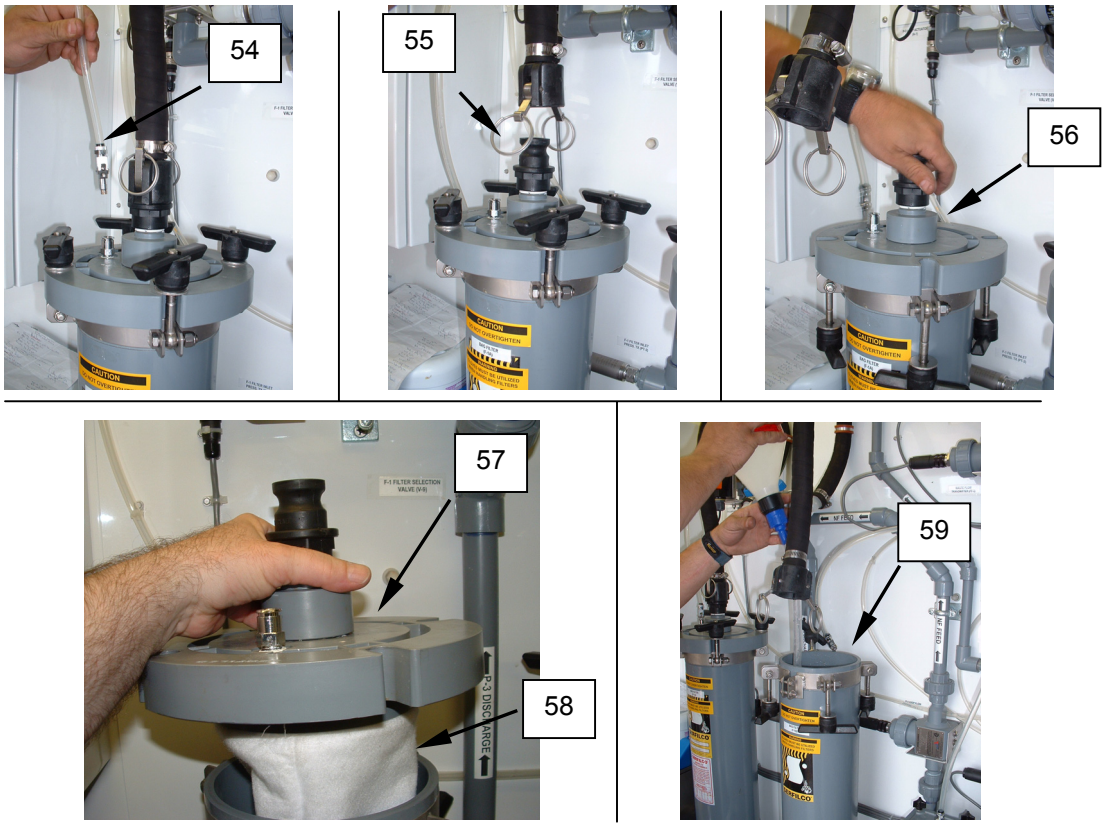

Figure 29. Add Antifreeze - Filters F1-A and F-1B.
1. Remove air bleed quick disconnect for F1-A **(Figure 29, Item 54)**.
2. Remove supply hose **(Figure 29, Item 55)**.
3. Loosen QD connection **(Figure 29, Item 56)**. Do not remove.
4. Remove lid **(Figure 29, Item 57)**.
5. Remove filter sock **(Figure 29, Item 58)**.
7. Install lid **(Figure 29, Item 57)**.
8. Install the supply hose **(Figure 29, Item 55)**, and then install the air bleed quick disconnect **(Figure 29, Item 54)**.
9. Repeat Steps 1 through 8 for filter F-1B **(Figure 29, Item 59)**.